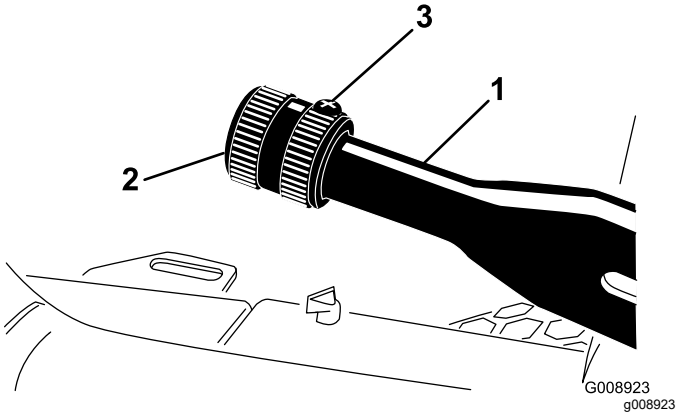

**Figur 79**
2. Lossa ställskruven som fäster ratten på parkeringsbromsspaken (Figur 79).